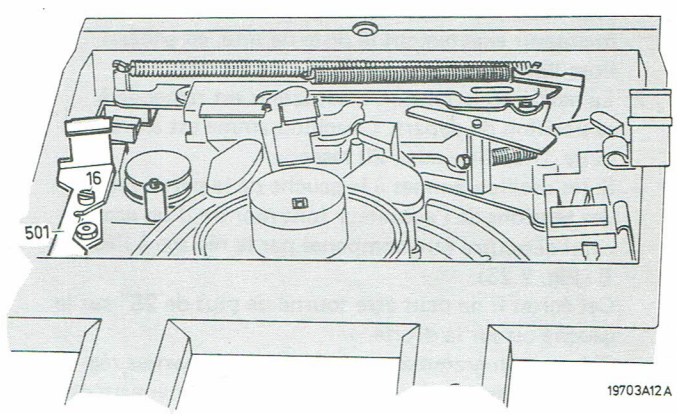

Fig. 2.22
- Desserrer quelque peu la vis 16 (Fig. 2.22) et glisser le plaque 501 de façon que le mV-mètre affiche 108 mV. Cette valeur correspond au courant de moteur de 190 mA.